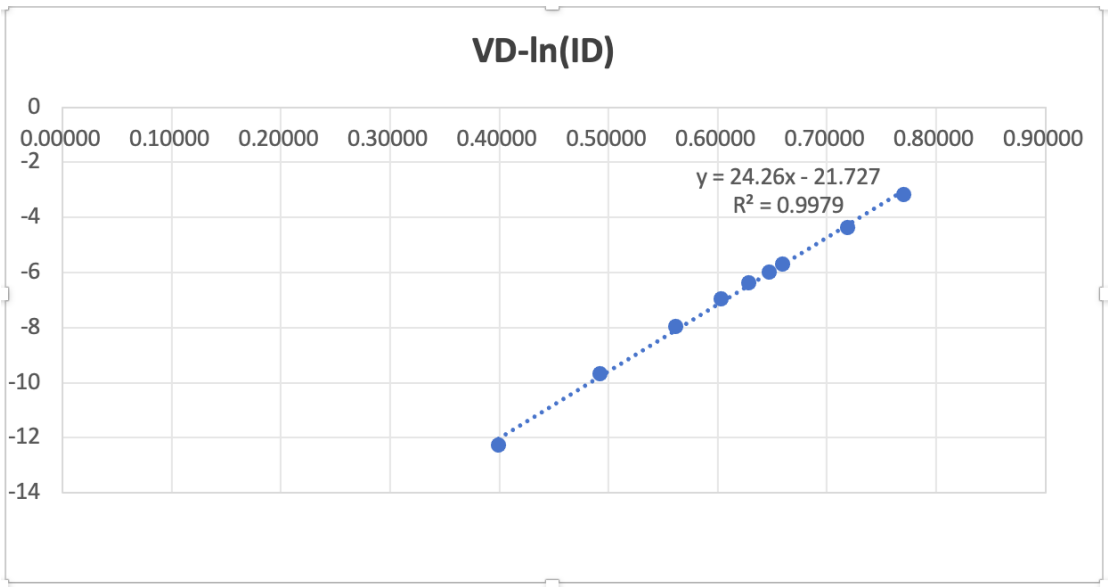

Figure 4: Fitting result of formula (3)
Input the data in an Excel sheet, then we choose to fit the data using the function y=kx+b. Allowing the **parameters shown in the graph**, the fitting graph of formula (3) is a straight line, as shown in Figure 4.